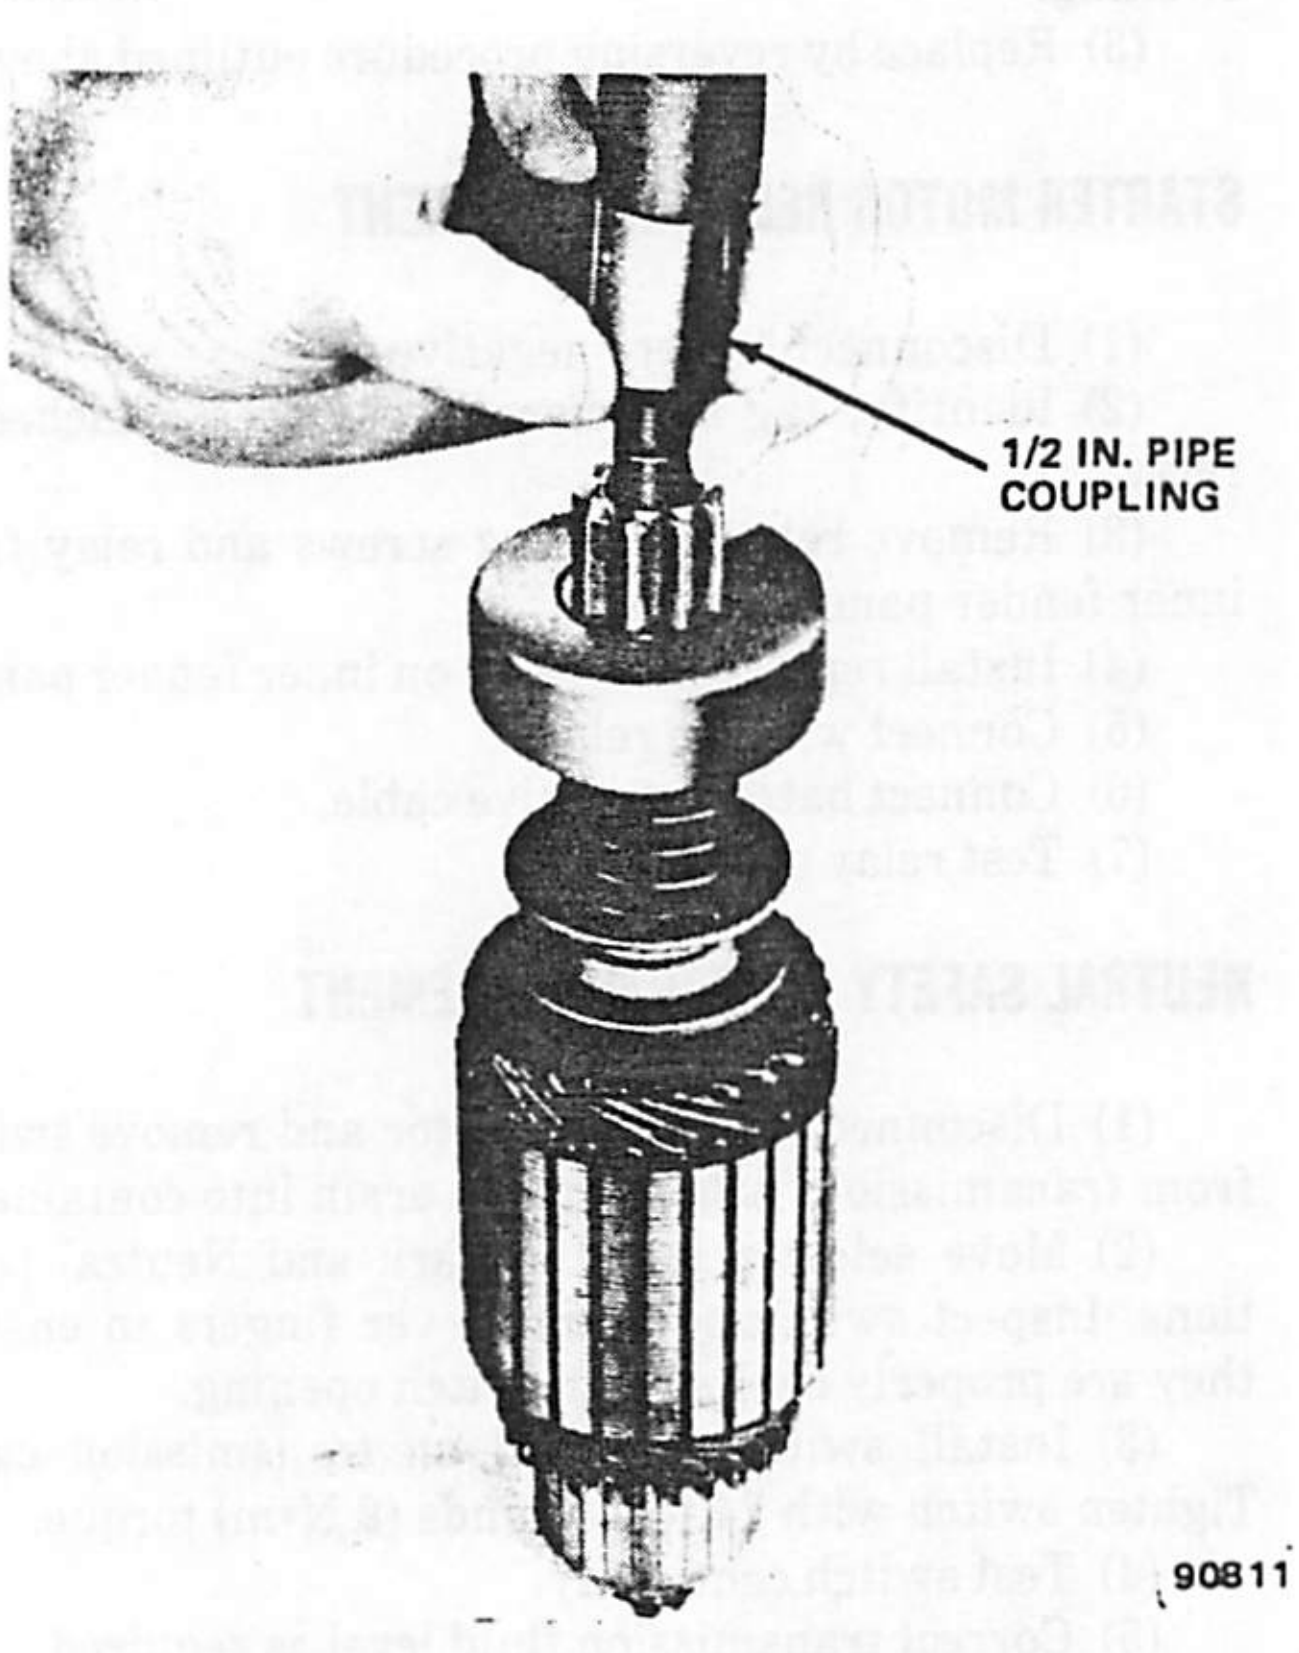

Fig. 1F-5 Removing Retainer From Snap Ring
(1) Disconnect field winding connection from solenoid terminal.
(2) Remove through-bolts.
(3) Remove commutator end frame and field frame assembly.
(4) Remove armature assembly from drive housing. Remove solenoid and shift lever assembly from drive housing before removing armature assembly.
(5) Remove thrust collar from armature shaft.
(6) Remove pinion gear from armature by sliding metal cylinder onto shaft and by striking metal cylinder against retainer with hammer. Drive retainer toward armature core and off snap ring (fig. 1F-5).
(7) Remove snap ring from groove in armature shaft.